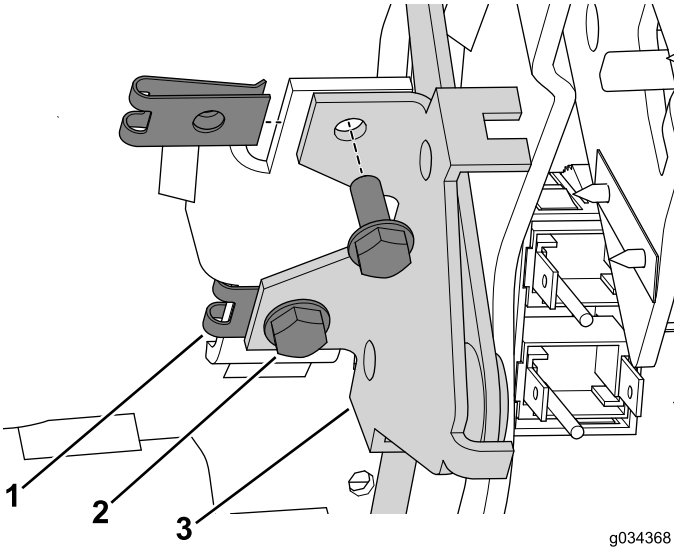

Rysunek 19
3. Zamocuj nakrętki szybkozłączne do wspornika na zespole konsoli (Rysunek 19).
4. Używając 2 śrub (nr 10 x 1/2 cala), zamocuj zespół dźwigni ssania do konsoli (Rysunek 19).